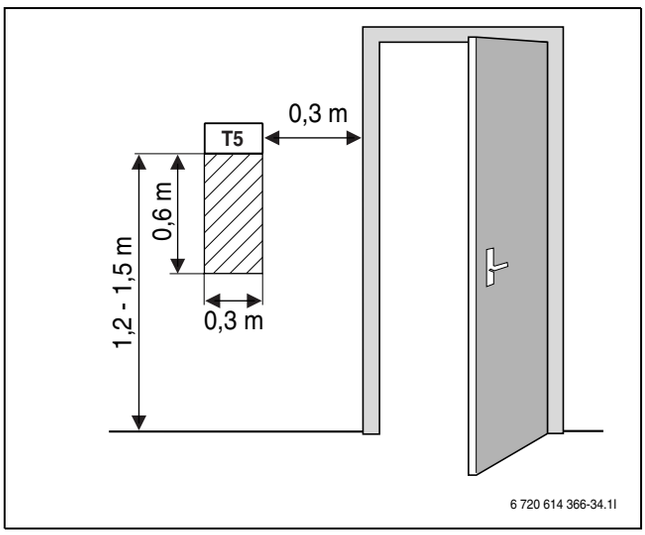

Fig. 15 Anbefalet monteringssted til rumføler CANbus LCD
- Uhindret cirkulation af rumluften under rumføleren CANbus LCD (skitseret område på fig. 15 skal holdes frit).